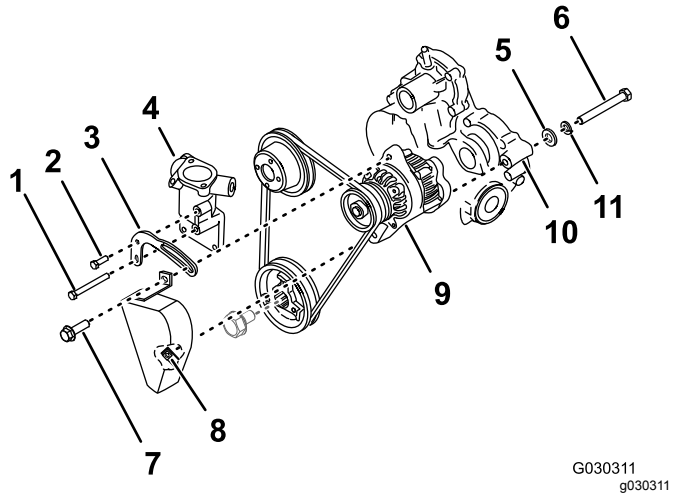

Figur 242
3. Fjern generatorlåsebolten fra vekselstrøms-generatoren og remspenningsbraketten (Figur 242).
4. Fjern den korte spenningsbrakettbolten fra termostathuset og remspenningsbraketten (Figur 242).
5. Fjern den lange spenningsbrakettbolten fra sylinderhodet, termostathuset og remspenningsbraketten, og fjern remspenningsbraketten fra maskinen (Figur 242).
6. På baksiden av vekselstrømsgeneratoren, løsne svingbolten helt og fjern remdekslet fra maskinen (Figur 242).
7. Mens du støtter vekselstrømsgeneratoren, fjern svingbolten, låseskiven og den flate skiven fra generatoren og girkassen til motoren (Figur 242).